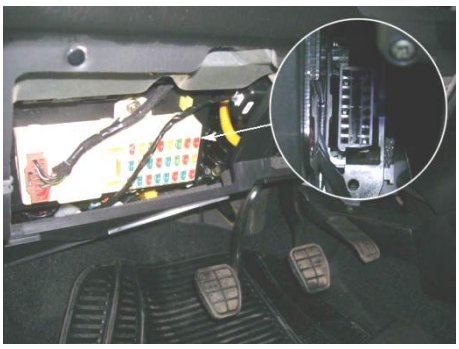

Рисунок 10 — Примеры расположения диагностического разъема OBD II в кабине ТС
- наличие диагностического разъёма OBD II (см. рисунок 10);